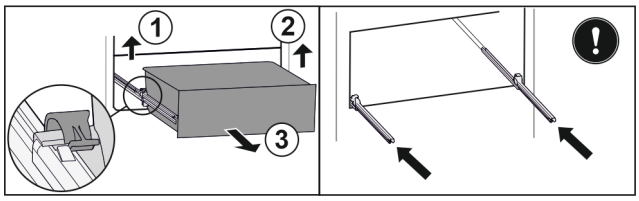

Fig. 64
▶ Lift left clamp and simultaneously pull drawer forwards on the left. *Fig. 64 (1)*
▶ Lift right clamp and simultaneously pull drawer forwards on the right. *Fig. 64 (2)*
▶ Remove drawer to the front. *Fig. 64 (3)*